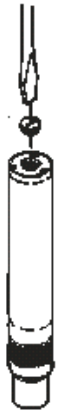

Rys. 5
1. Uchwycić pompę tak, aby jej króciec wylotowy znajdował się u dołu, a pompa była w pozycji pionowej. Śrubokrętem należy odkręcić śrubę „korek”. Należy uważać na O-ring – uszczelkę śruby (Rys. 5).